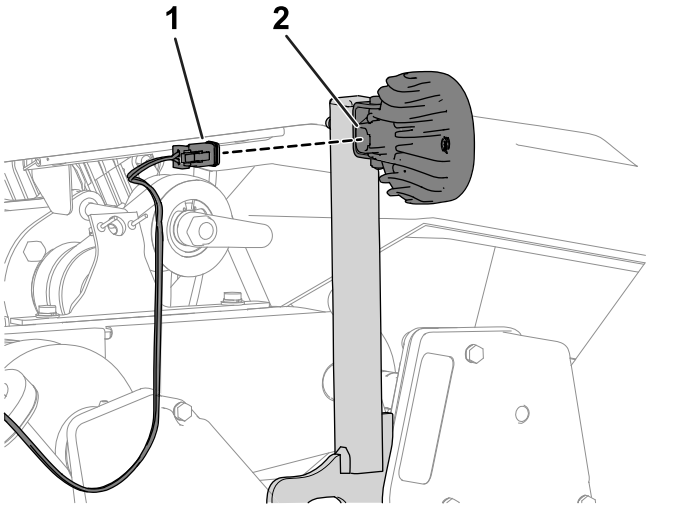

Figure 13
1. Connect the 2-pin connector of the LED light into the 2-socket connector of the LED light harness (Figure 13).